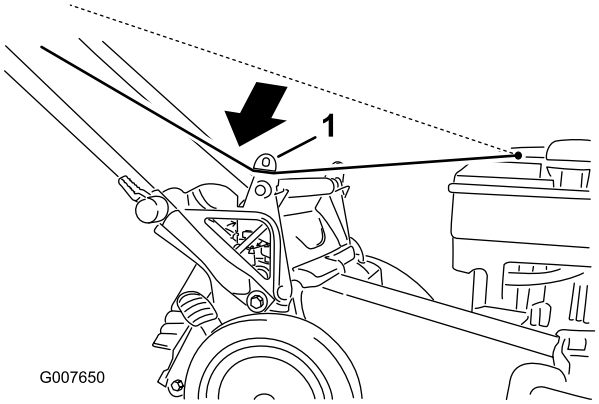

Figur 19
1. Før startsnoren rundt om det nedre snorestyr (Figur 19).